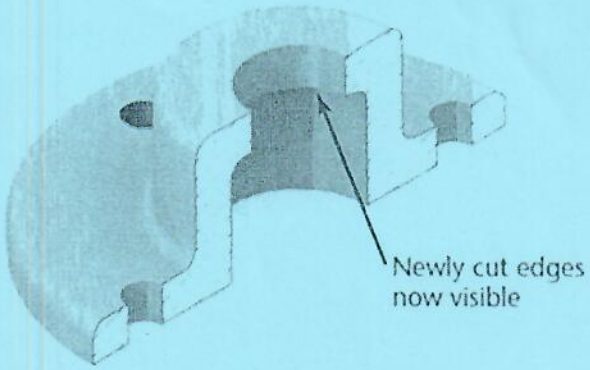
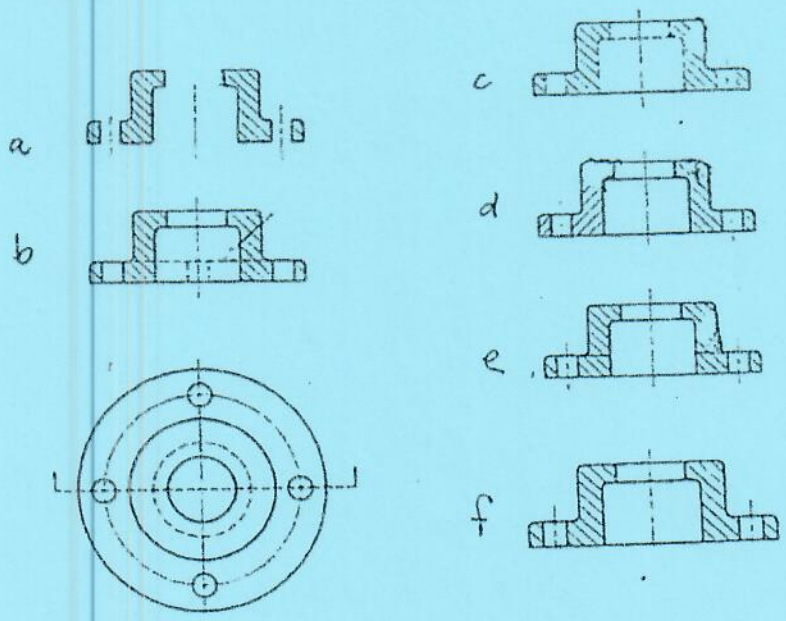

Figure 3a A sectioned flange
Figure 3b Possible sectional views of the flange
c) Figure 3a shows a sectioned view of a flange in three dimensions. The six possible ways of showing the front view of the sectioned flange are shown in Figure 3b.